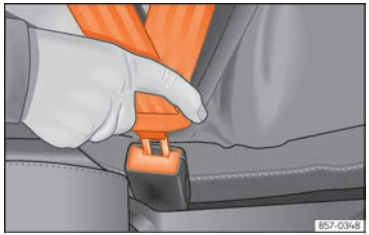

Fig. 23 Insert the latch plate of the seat belt into the buckle.
- Insert the buckle plate in the buckle of the correct seat ››› Fig. 23.